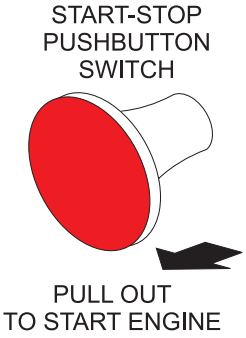

Figure 16. Engine Start/Stop Button
5. Located at the rear of the mixer frame is the main ***start/ stop*** button (Figure 16). Pull this button outward to start the engine.